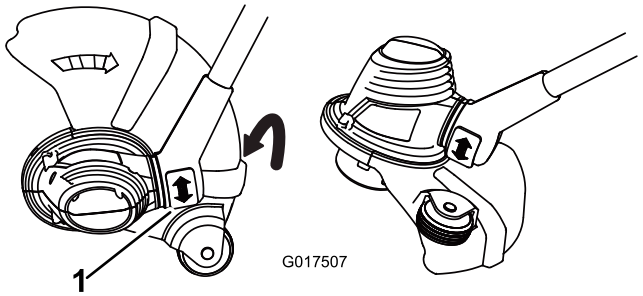

Figure 4
- Pour régler l'orientation de la base, appuyez sur le bouton de rotation situé au bas de l'arbre, puis tournez la base dans la direction voulue (Figure 4).